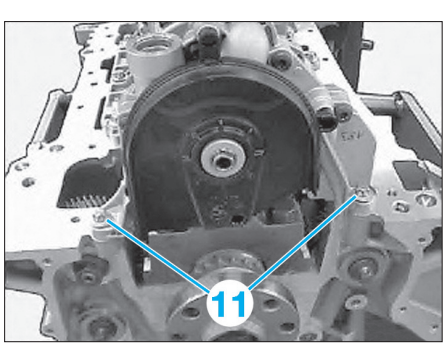

Fig. 34
• Déposer les vis (10) et (11) **(Fig.33)** et **(Fig.34)**.